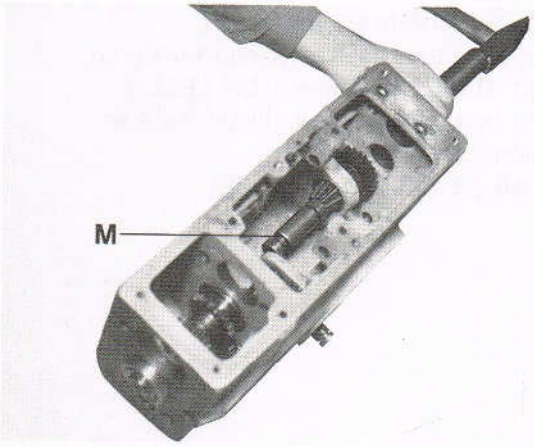

Abb. 35
Rillenkugellager mit Montagedorn WN 48-623 (Abb. 35) einschlagen, dabei Kegelradwelle mit Montagewerkzeug WN 48-622 (M) gegenhalten. Sicherungsring montieren.